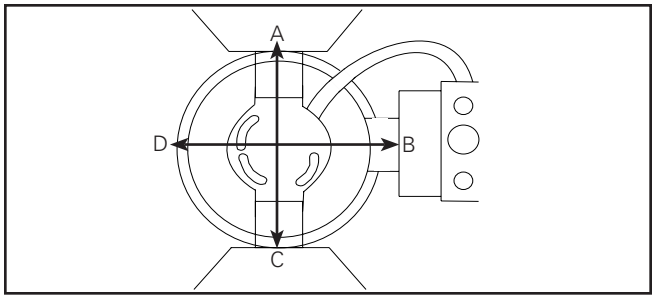

Figure 4. Schéma lèche-mur
Note: Pour les installations lèche-mur, le boîtier doit être installé en orientant un des quatre (4) côtés (A, B, C et D) vers le mur. Les garnitures lèche-mur peuvent être orientées avec le réflecteur étagé face au mur. Utilisez les vis secondaires fournies avec la garniture pour une autre orientation. Il pourra être nécessaire de bien visser en premier les vis sur le boîtier. Installez les vis à 180° d'intervalle. (Figure 4.)